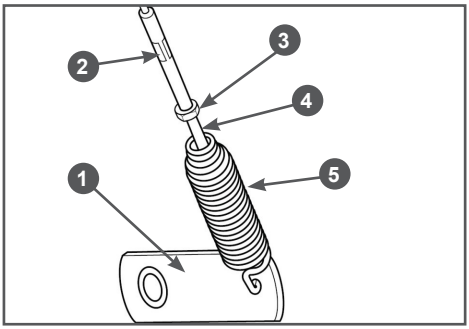

**Рис. 9 Регулировка длины тросов включения хода и шнека**
9. Отрегулируйте длину тросов включения шнеков и включения хода. Для примера, на Рис. 9 показан механизм регулировки троса включения шнеков. При полностью нажатом рычаге включения шнеков пружина 5 должна
быть растянута на 0,5 - 1 см (Рис. 9). Для регулировки длины троса ослабьте затяжку контргайки 3, вкрутите в муфту 2 или, при необходимости, выкрутите из муфты регулировочный винт 4 (Рис. 9). После окончательной регулировки затяните контргайку 3. Регулировка длины троса включения хода производится таким же образом.